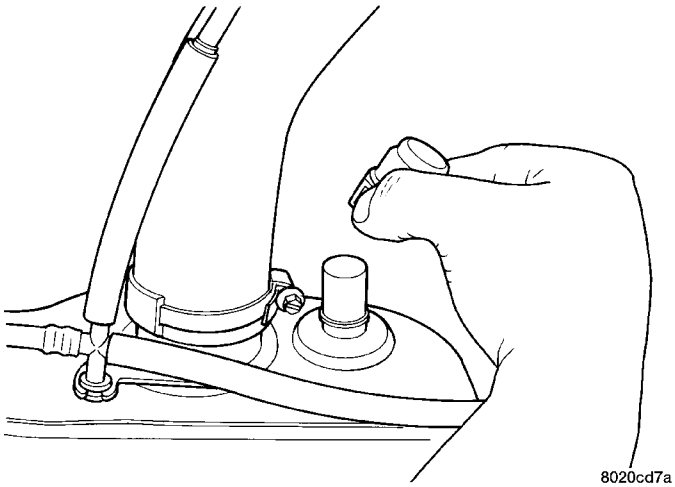

Fig. 13 Posición del orificio de drenaje
(1) Retire el tapón de la boca de llenado de combustible.
(2) Realice el procedimiento de descarga de la presión de combustible del sistema.
(3) Desconecte el cable del negativo de la batería.
(4) Eleve el vehículo sobre un elevador.
(5) Retire el tapón de conexión rápida del orificio de drenaje. El orificio de drenaje se encuentra en la parte superior trasera del depósito de gasolina. Introduzca una manguera de sifón en el orificio para pruebas (Fig. 13).
(6) Drene el depósito de gasolina hasta vaciarlo en un depósito de retención o recipiente de seguridad correctamente indicado para **gasolina**.